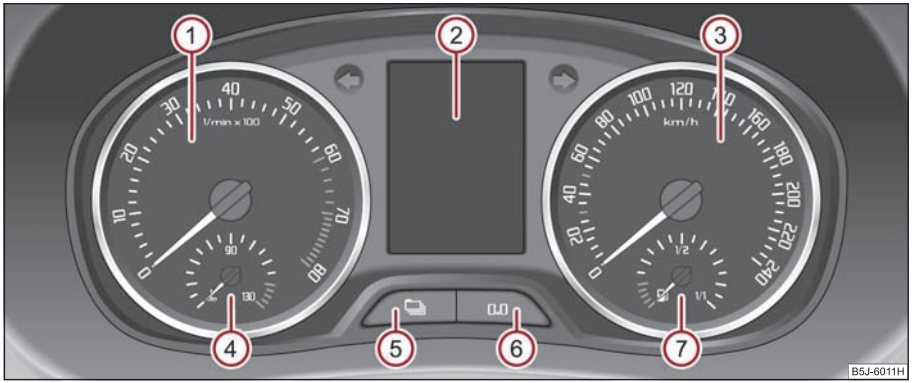

Fig. 15 Instrument cluster
The red zone of the rev counter scale (1) ⇒ fig. 15 indicates the range in which the engine control unit begins to limit the engine speed. The engine control unit restricts the engine speed to a steady limit value. ▶
The coolant temperature gauge (4) ⇒ page 15, fig. 15 operates only when the ignition is switched on.
The fuel gauge (7) ⇒ page 15, fig. 15 only operates when the ignition is switched on.
If you hold the reset button (6) ⇒ page 15, fig. 15 pressed for about 1 second, the trip counter is set back to zero.